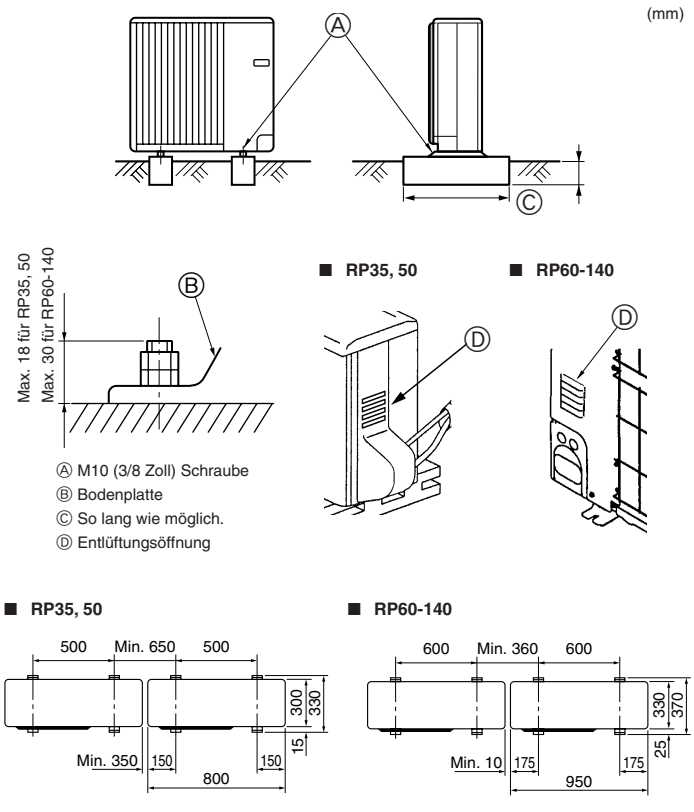

Fig. 3-1
• Die Anlage immer auf fester, ebener Oberfläche aufstellen, um Rattergeräusche beim Betrieb zu vermeiden. (Fig. 3-1)